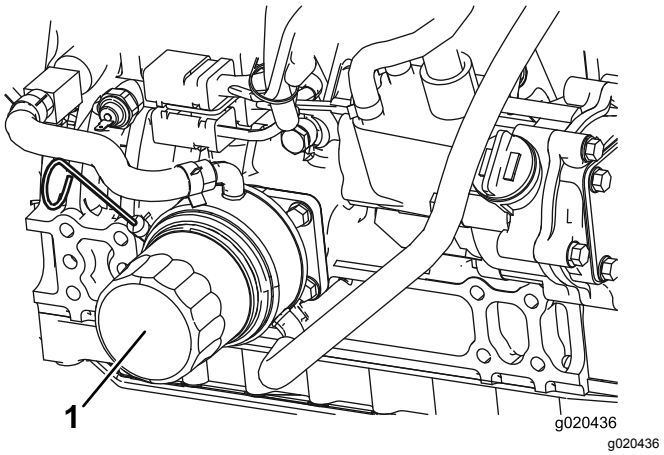

Figur 76
2. Fjern oliefilteret (Figur 76). Smør et tyndt lag ren olie på det nye filters pakning, før det skrues på. **Overspænd ikke.**